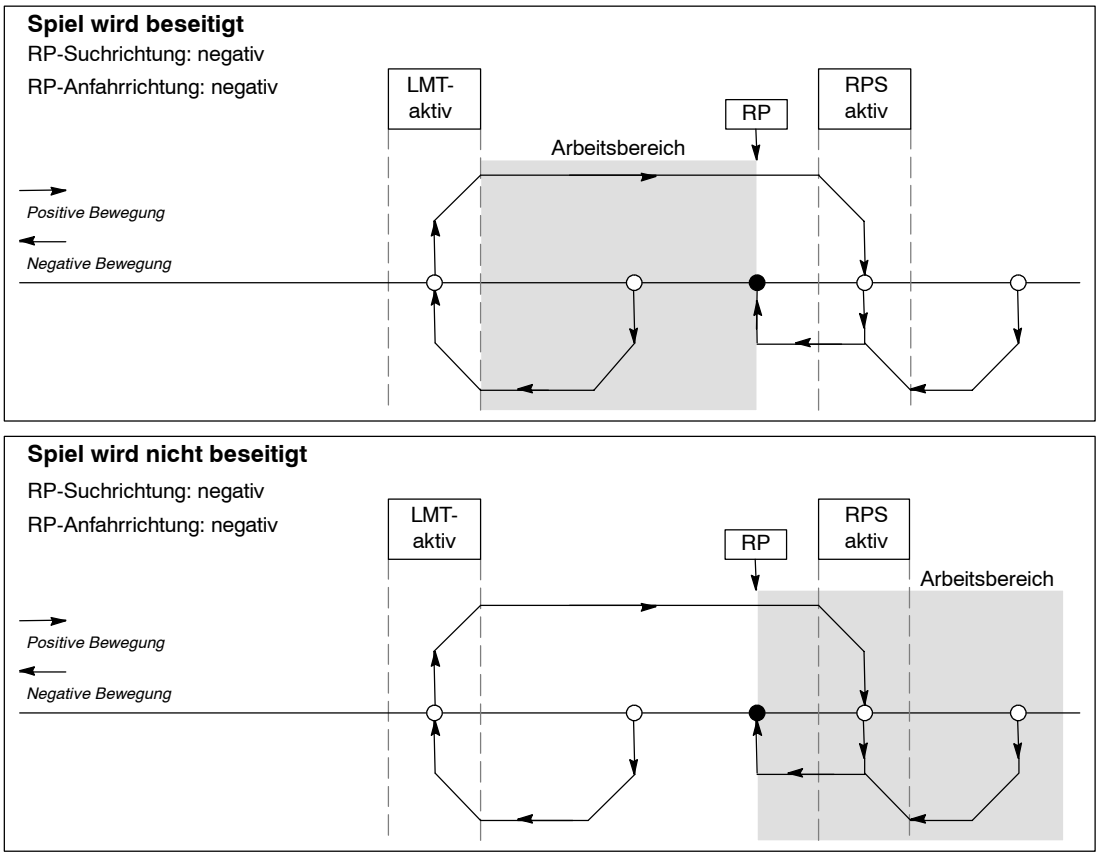

Bild 9-18 Lage des Arbeitsbereichs mit und ohne Spielbeseitigung
Bild 9-18 zeigt den Arbeitsbereich in Beziehung zum Referenzpunkt (RP), den Bereich RPS aktiv und die Endschalter (LMT+ und LMT-) für eine Anfahrrichtung, bei der das Spiel beseitigt wird. Im zweiten Teil der Abbildung ist der Arbeitsbereich so angeordnet, dass das Spiel nicht beseitigt wird. Bild 9-18 zeigt den RP-Suchmodus 3. Eine ähnliche Anordnung des Arbeitsbereichs ist für jede Suchsequenz der anderen RP-Suchmodi möglich, wenn auch nicht ratsam.